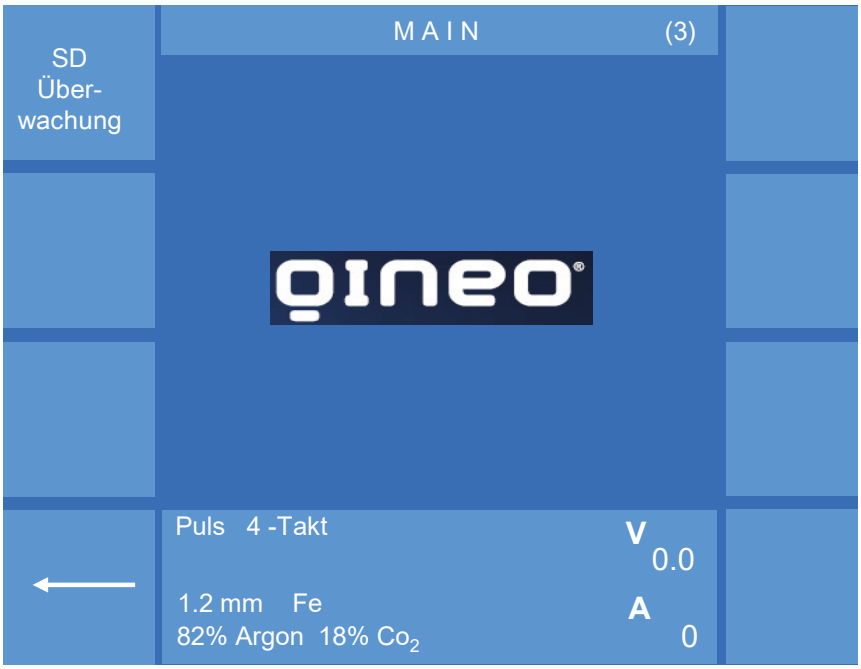

Abbildung 74. Menü
Sind alle erforderlichen Komponenten an der Schweißstromquelle angeschlossen und per Software freigeschaltet, erscheint im Display des Premium-Bedienmoduls im Menü "Main (3)" die Funktion "SD-Überwachung", siehe Abbildung 74. Wenn die Anzeige "SD-Überwachung" grau dargestellt wird, wurde das SD-Modul von der Steuerung nicht erkannt oder die Option nicht freigeschaltet.